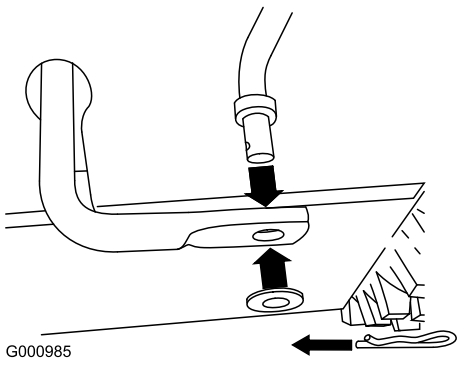

Bild 10
1. Entfernen Sie den Splint und die Scheibe vom unteren Ende des Geschwindigkeitseinstellgestänges und setzen Sie das untere Ende der Stange in den unteren Gestängearm ein. Das gebogene Ende des Geschwindigkeitseinstellgestänges sollte nach hinten zeigen (Bild 10).